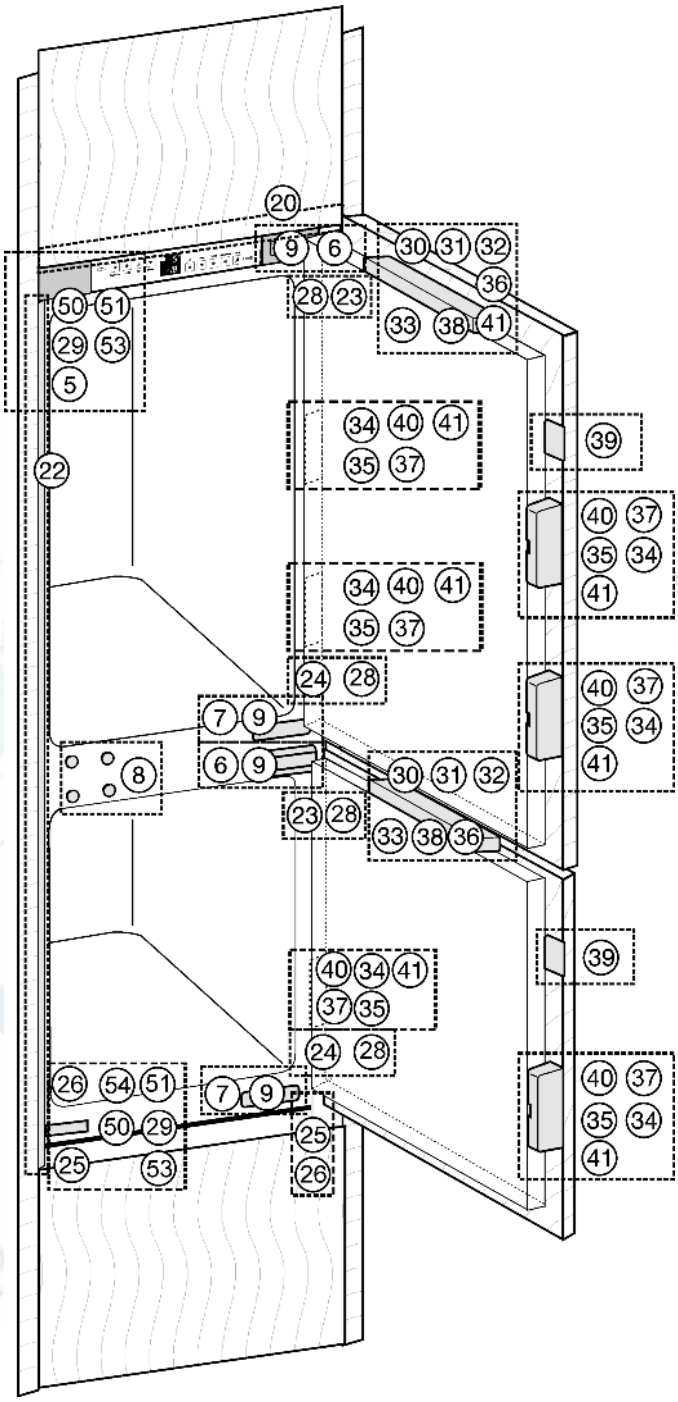
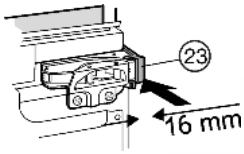
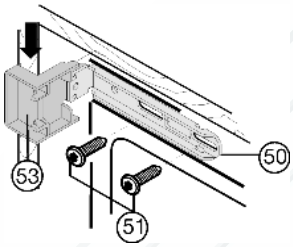
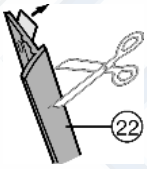

Fig. 8
Fig. 12
Fig. 13
Fig. 14
▶ Снимите крышки *Fig. 8 (5,6,7)*.
▶ Защелкнитераспорный элемент *Fig. 12 (23)* на верхнем и распорный элемент *Fig. 8 (24)* на нижнем шарнире.
▶ Наденьте верхнюю и нижнюю крышку *Fig. 13 (53)* на крепежный уголок *Fig. 13 (50)*.
▶ Закрепите крепежный уголок *Fig. 13 (50)* вверху и внизу винтами *Fig. 13 (51)* так, чтобы уголок можно было немного двигать влево и вправо.
▶ Снимите защитную пленку с декоративной планки *Fig. 14 (22)*. Прикрепите декоративную планку *Fig. 14 (22)* со стороны ручки заподлицо с лицевой стороной к выступу крышки *Fig. 13 (53)* и наклейте на боковую стенку устройства.
▶ При необходимости укоротитедекоративную планку *Fig. 14 (22)* внизу: Декоративная планка *Fig. 14 (22)* должна заканчиваться на 3 мм выше верхней кромки нижнего крепежного уголка *Fig. 8 (50)*.
▶ Вдвигайте устройство до тех пор, пока крышки *Fig. 13 (53)* не будут упираться *Fig. 13* в боковую стенку предмета мебели.
▶ Учитывайте конструктивный размер (глубину упорных элементов дверей). Выдвиньте шарниры и крышки *Fig. 13 (53)* на расстояние, соответствующее этому конструктивному размеру.
▶ Выставьте устройство прямо, регулируя опоры *Fig. 8 (25)* при помощи прилагаемого вилочного ключа *Fig. 8 (26)*.